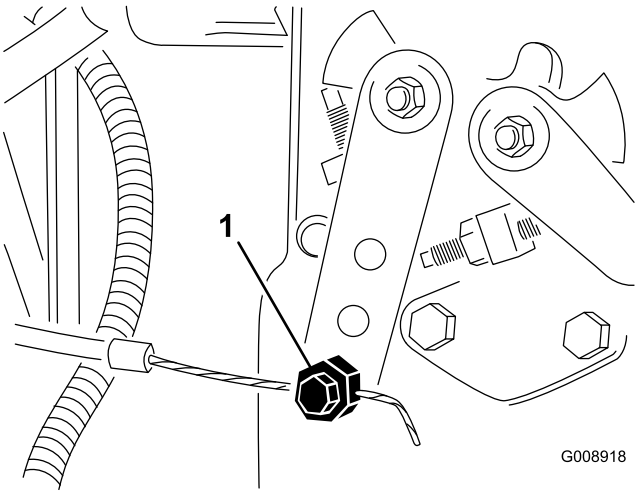

Figuur 71
2. Maak de klem van de gaskabel op de hefboomarm van de injectiepomp los (Figuur 71).